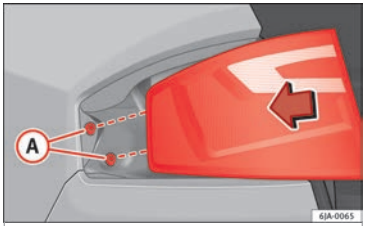

Fig. 157 Fit the tail light unit.
– Press the rear light unit backwards (driving direction) by fitting the fastenings into the rubber mountings ››› **Fig. 157** (A).